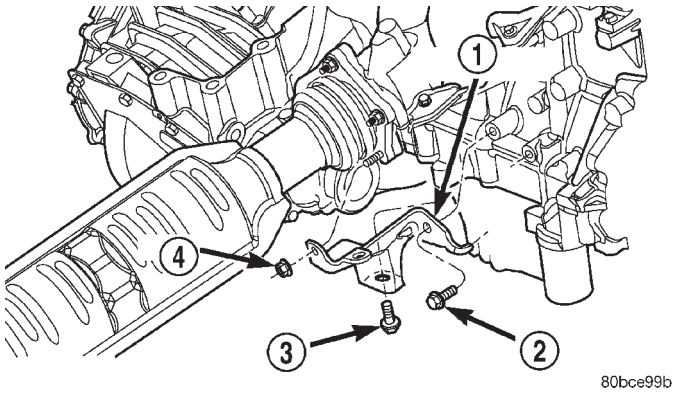
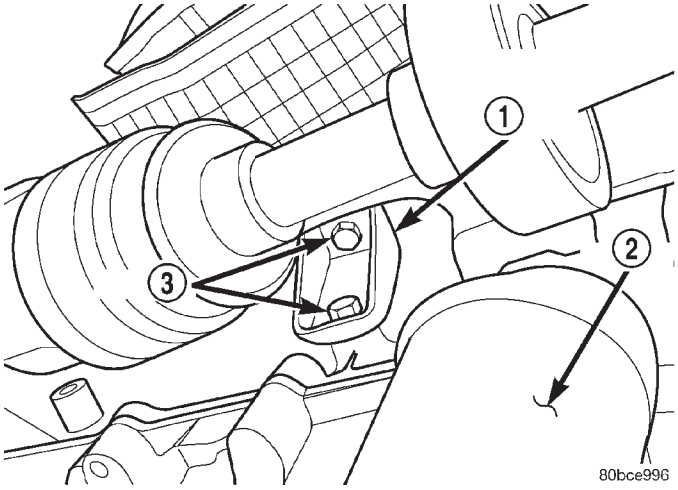
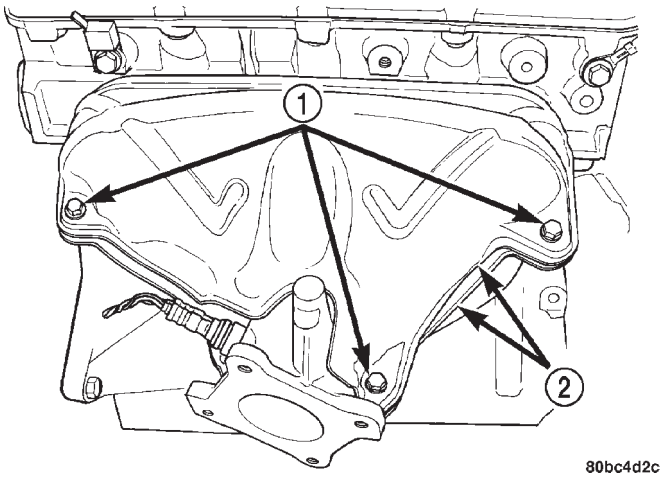

Abb. 35 Auspuffkrümmer-Halterung—Fahrzeuge nach US-Abgasgesetzen und LEV-Abgasgesetzen
Abb. 36 Auspuffkrümmer-Halterung—Fahrzeuge nach ULEV-Abgasgesetzen
Abb. 37 Auspuffkrümmer-Wärmeschutzschilde
(4) Halterung des Auspuffkrümmers abbauen (Fahrzeuge nach US-Abgasgesetzen und LEV-Abgasgesetzen) (Abb. 35).
(5) Befestigungselemente lösen, mit denen das flexible Gelenk der Auspuffanlage am Auspuffkrümmerflansch befestigt ist. Auspuffanlage so weit nach hinten verlagern, daß die Stehbolzen am Flansch freiliegen.
(6) Fahrzeuge mit Ausrüstung gemäß ULEV-Abgasgesetzen—Halterung zwischen Motorblock und Auspuffkrümmer abbauen (Abb. 36).
(7) Fahrzeug absenken.
(8) Schlauch der Kurbelgehäuseentlüftung hinten am Ventildeckel lösen.
(9) Steckverbinder der Lambda-Sonde und Kabelbaum-Clip lösen.
(10) Befestigungsschrauben des Wärmeschutzschilds lösen (Abb. 37).
(11) Zum Freilegen der Auspuffkrümmerschrauben oberes Wärmeschutzschild abbauen.
(12) Auspuffkrümmerschrauben lösen.
(3) Fahrzeuge mit Ausrüstung gemäß ULEV-Abgasgesetzen—oberes Wärmeschutzschild am Auspuffkrümmer anordnen. Schrauben eindrehen und mit einem Anzugsmoment von 23 N·m (200 in. lbs.) festziehen.
(4) Unteres und oberes Wärmeschutzschild am Auspuffkrümmer anordnen. Wärmeschutzschild-Schrauben eindrehen und mit einem Anzugsmoment von 11 N·m (95 in. lbs.) festziehen (Abb. 37).
(5) Steckverbinder der Lambda-Sonde anschließen und Kabelbaum-Clip befestigen.
(6) Fahrzeuge mit Ausrüstung gemäß ULEV-Abgasgesetzen—Ventildeckel einbauen. Näheres hierzu siehe Hinweise in diesem Abschnitt.
(7) Schlauch der Kurbelgehäuseentlüftung an den Anschlußstutzen am Ventildeckel anschließen.
(8) Fahrzeug anheben.
(9) Neues flexibles Gelenk an der Auspuffkrümmer-Flanschdichtung ansetzen.
(10) Auspuffanlage am Auspuffkrümmer-Flansch befestigen und Befestigungselemente mit einem Anzugsmoment von 28 N·m (250 in. lbs.) festziehen.
(11) Auspuffkrümmer-Halterung einbauen (Fahrzeuge nach US-Abgasgesetzen und LEV-Abgasgesetzen) (Abb. 35). Schraube M10 mit einem Anzugsmoment von 54 N·m (40 ft. lbs.), Schraube M12 mit einem Anzugsmoment von 95 N·m (70 ft. lbs.) und die Mutter mit einem Anzugsmoment von 28 N·m (250 in. lbs.) festziehen.
(12) Fahrzeuge mit Ausrüstung gemäß ULEV-Abgasgesetzen—Halterung an Motorblock und Auspuffkrümmer anbauen (Abb. 36). Alle Schrauben zunächst ganz eindrehen und anschließend mit einem Anzugsmoment von 54 N·m (40 ft. lbs.) festziehen.